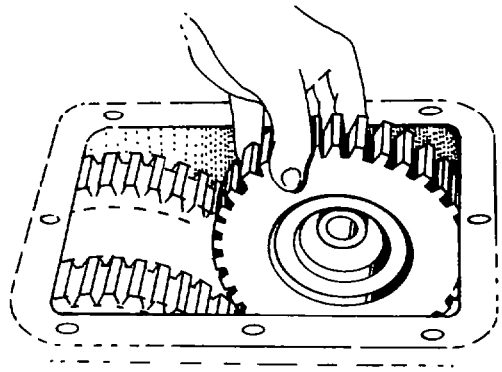

Fig. 206 — Installing Fourth Gear
r. Install the fourth gear in the case (clutch teeth forward) with the thrust washer, and engage with the countershaft gears (see fig. 206).